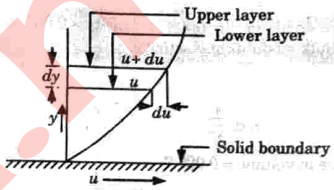

Fig. 1.3.1. Velocity variation near a solid boundary.
1. From Fig. 1.3.1, when two layers of fluid, at a distance dy apart, move one over the other at different velocities u and $u + du$.